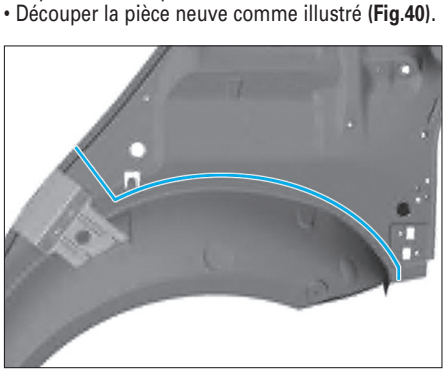

FIG. 40
• Dépointer en (7) puis extraire la tôle (8).
• Découper la pièce neuve comme illustré **(Fig.40)**.